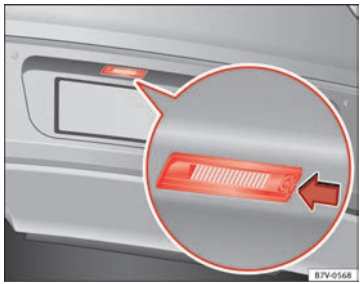

Fig. 157 No pára-choques traseiro: luz de matrícula
1. Pressione a patilha da luz de matrícula no sentido da seta ⇒ Fig. 157.